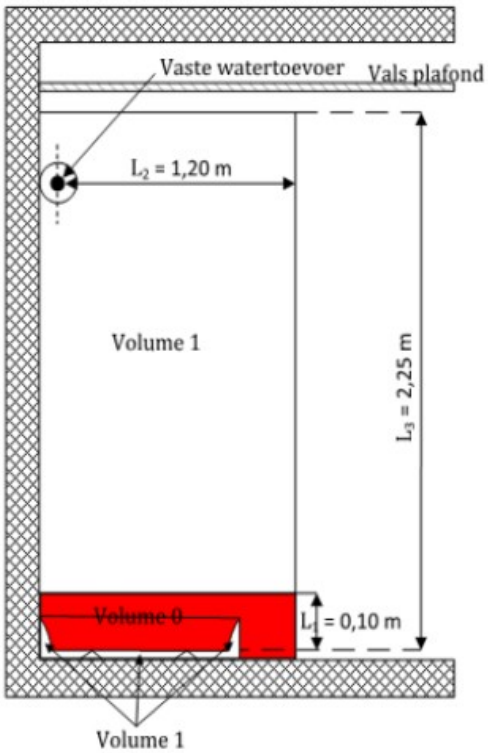

Figuur 16: Voorbeeld zijaanzicht open
- Vaste wanden die binnen de volumes gelegen zijn, kunnen de afmetingen van dit volume beïnvloeden. Er wordt in dit geval rekening gehouden met de 'reikafstand' (zie oranje lijn in figuur 16).